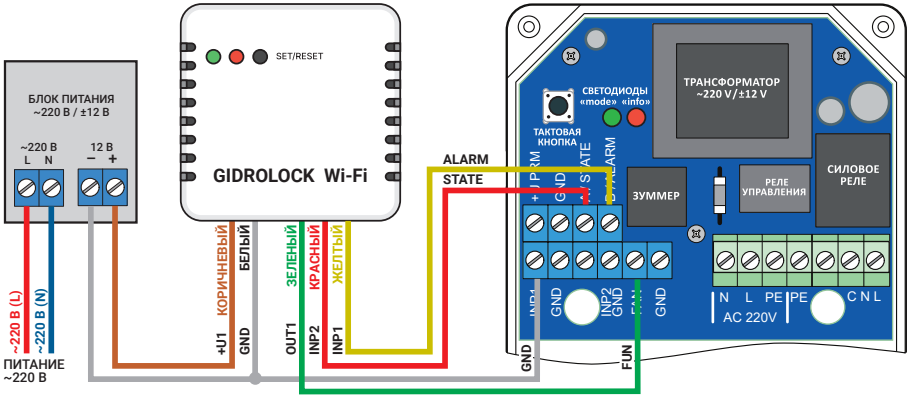

Рис. 5. Схема подключения Модуля GIDROLOCK Wi-Fi с внешним блоком питания (пример подключения).
5.6 К блоку управления можно подключить **GSM-модем GIDROLOCK**. Схема подключения приведена на рис.5. Для питания GSM-модема GIDROLOCK потребуется внешний отдельный блок питания 220В/8…15В (1,0А).